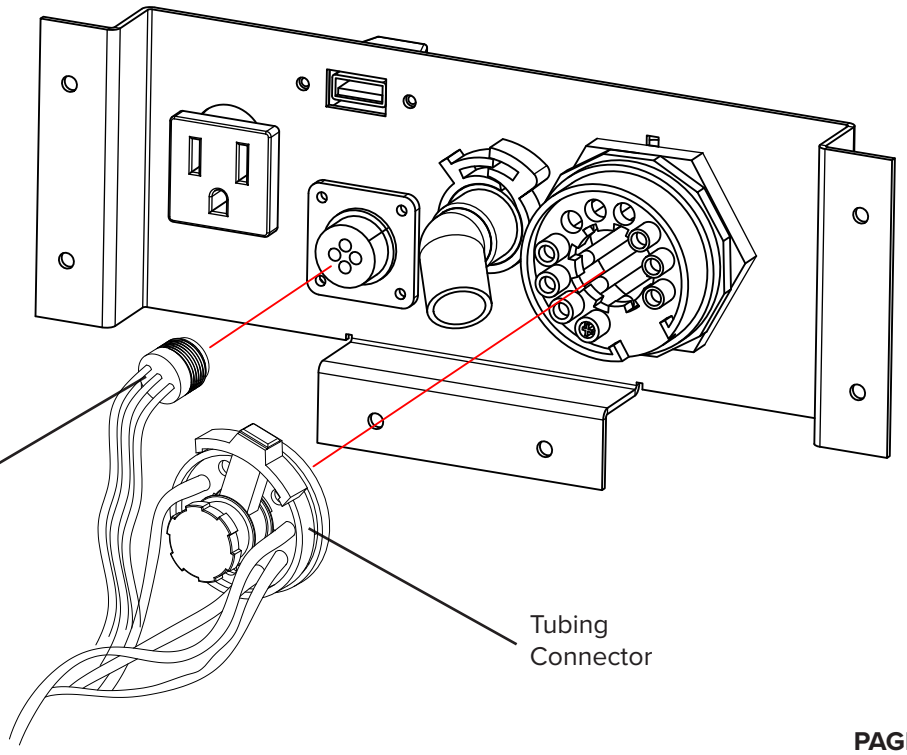

Fig 13.2
1. Plug in 9 Pin Power Connector and Tubing Connector as shown in Fig 13.2.